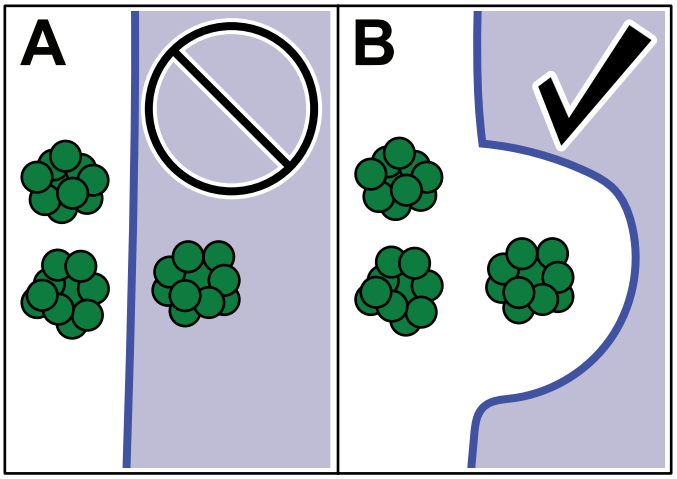

Figuur 29
- De grens van een **AOA** mag niet onder bomen of andere obstakels getekend worden, omdat anders de GNSS-communicatie met de machine belemmerd kan worden (Figuur 29).